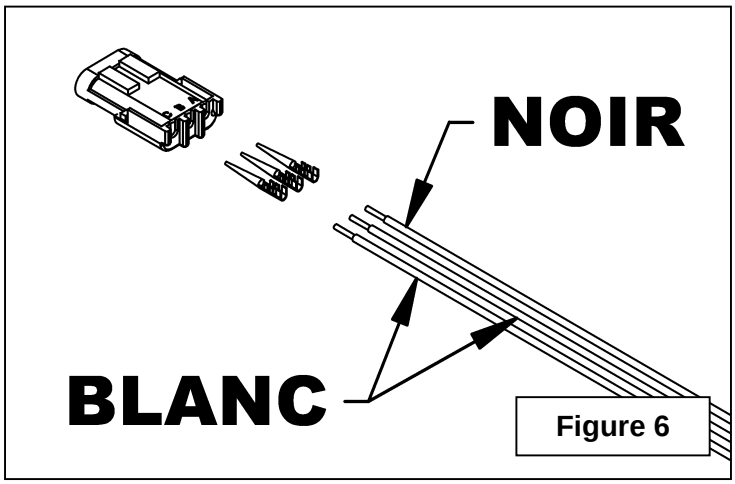

Figure 6
12. Figure 6 : Poser les terminaux mâles sur le bout dénudé des fils blancs et du fil de mise à la terre noir. Connecter ces terminaux au connecteur femelle à trois cavités en vous assurant d'installer le fil noir dans la cavité "A".